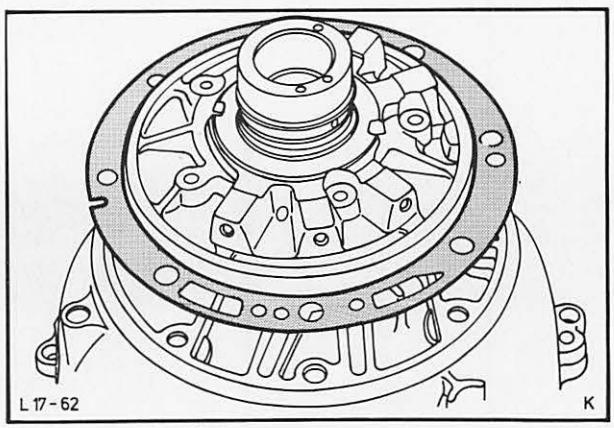

Abb. 93 Bohrungen der Stahlplatte mit der Ölpumpe und dem Wandlergehäuse ausrichten und wie gezeigt montieren
46. Stahlplatte auf die Ölpumpe legen (Bohrungen beachten), Pumpe mit Stahlplatte vorsichtig umdrehen und komplett auf das Wandlergehäuse setzen. Abb. 93.